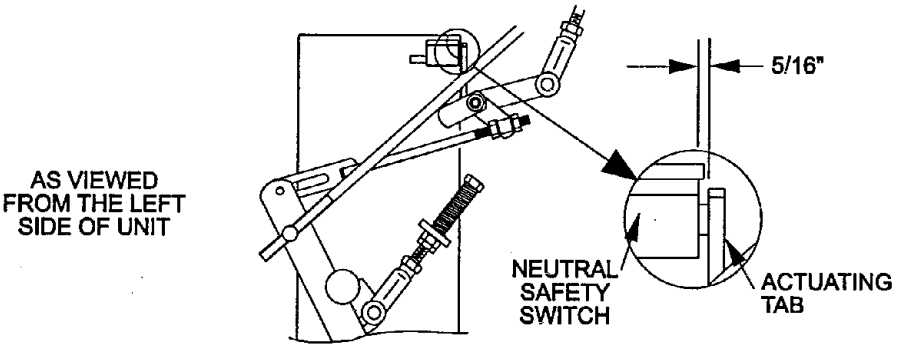

**FIG. 14**
2. Pull the speed control lever back to neutral. Check that the neutral safety switch actuating tab has depressed the plunger of the switch so that there is about 5/16" between the tab and the switch. See fig. 14. If necessary, move the switch fore and aft.